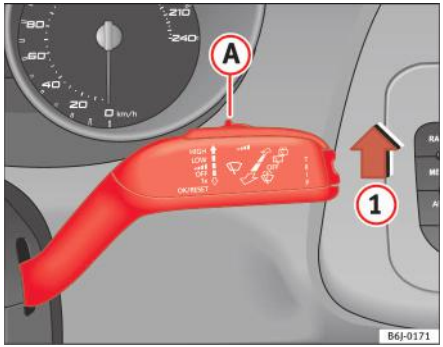

Fig. 61 Maneta ştergătoarelor de parbriz
– Deplasați maneta ştergătoarelor de parbriz în poziția (1) ⇒ fig. 61.
– Deplasați butonul de comandă (A) la dreapta sau la stânga pentru a seta sensibilitatea senzorului de ploaie. Deplasați butonul de comandă la dreapta: foarte sensibil. Deplasați butonul de comandă la stânga: mai puțin sensibil.